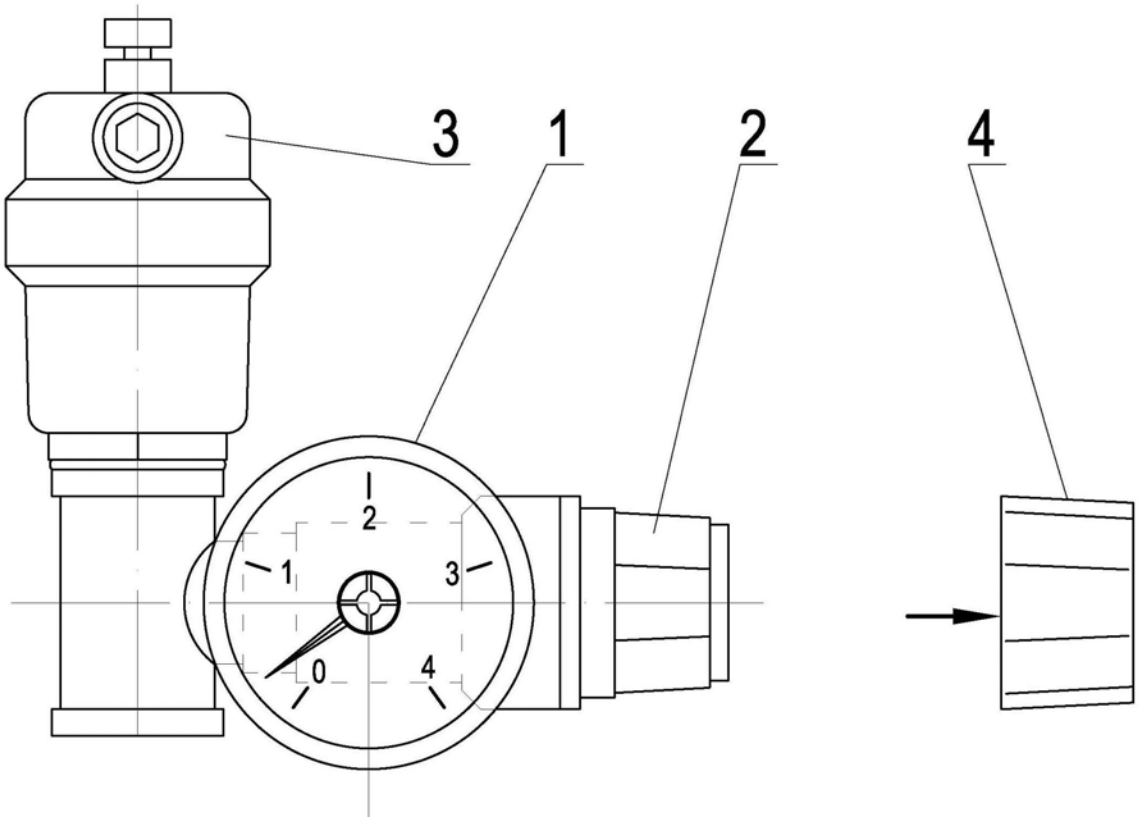

Рис.11
- Провести визуальный контроль целостности узлов входящих в состав предохранительной сборки ***Рис.11***.
- Снять защитный колпачок (4), слегка потянув его по направлению стрелки.
- Повернуть рукоятку предохранительного клапана (2) против часовой стрелки до характерного щелчка, при этом стрелка манометра должна показать падение давления (отклониться влево).